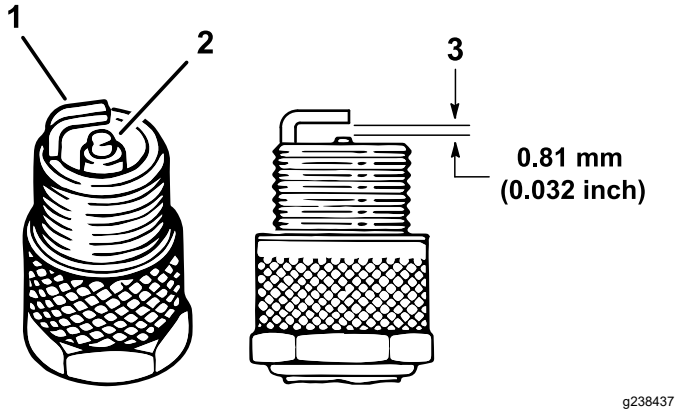

Figur 38
4. Kontroller tilstanden til elektroden på siden, elektroden i midten og elektrodeisolatoren i midten for å sikre det ikke er skader (Figur 38).
5. Still inn elektrodeavstanden mellom midten og siden på elektrodene til 0,81 mm, som vist i Figur 38.